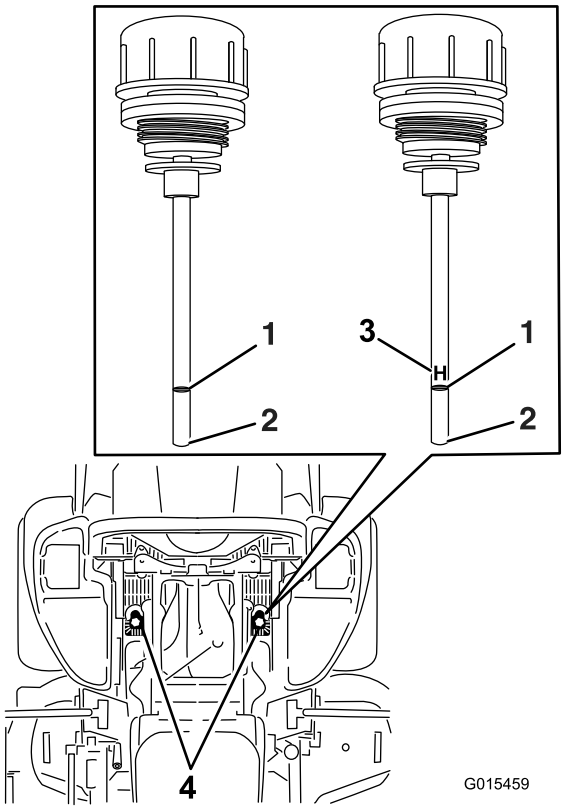

Figuur 81
6. Reinig het gebied rond de peilstokken van de reservoirs van het hydraulische systeem (Figuur 81).
7. Verwijder een van de peilstokken uit het hydraulische reservoir (Figuur 81).
9. Neem de peilstok eruit en bekijk het uiteinde (Figuur 81). Als het oliepeil slechts tot de bijvulmarkering reikt, dient u langzaam precies genoeg olie in het hydraulische reservoir te gieten opdat het peil tot de volmarkering of de **H**-lijn reikt.